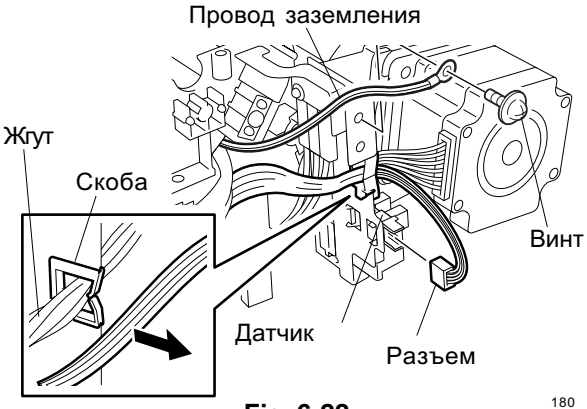

Fig. 6-22
4. Снимите двигатель ADF в сборе. (смотри Fig. 6-22 и 6-23)